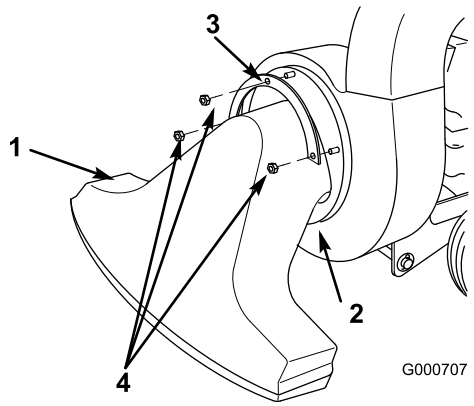

Bild 33
6. Entfernen Sie die Saug-/Blasdüse (Bild 33).
7. Ziehen Sie den Sack vom Auswurfkanal ab und entfernen Sie den Kanal (Bild 33).